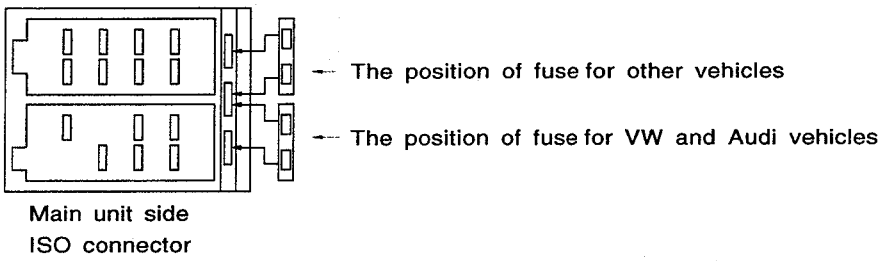

Figure 1
1.For VW and Audi vehicles, change the position of fuse installation as shown on the diagram.(Figure 1)